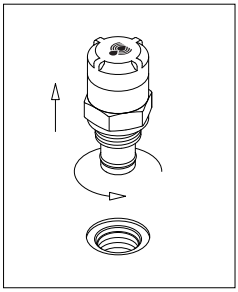

fig. 6
- (Fig. 6) Svitare il corpo indicatore
- Per il montaggio/smontaggio dell'indicatore e del connettore fare riferimento al paragrafo "Sostituzione indicatore" sopra (Fig. 6÷7)